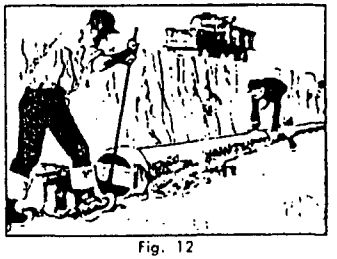

Fig. 12
1. For UNbelled pipe place coupling over the lubricated pipe end. Push couplings with a crowbar, use a protective wood block between bar and coupling. *Push until gaskets are against pipe shoulders* or, where applicable, until coupling is against CERTA-SPACER band. For PREbelled pipe, align the pipe end, with the coupled end and shove until the assembly is made. (Figure 12)